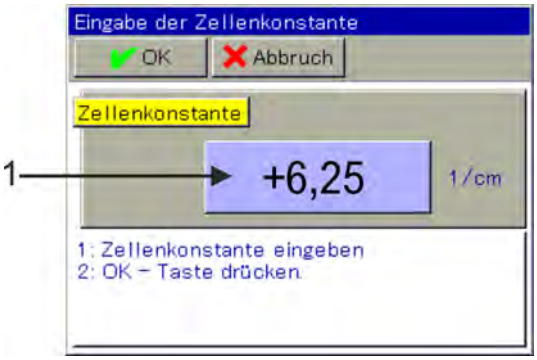

Abb. 75: Zur Eingabe Schaltfläche antippen (Pos. 1)
6. Geben Sie die Zellenkonstante des Sensors ein (6,9) und bestätigen Sie mit „OK“. (Siehe Abb. 75 .)